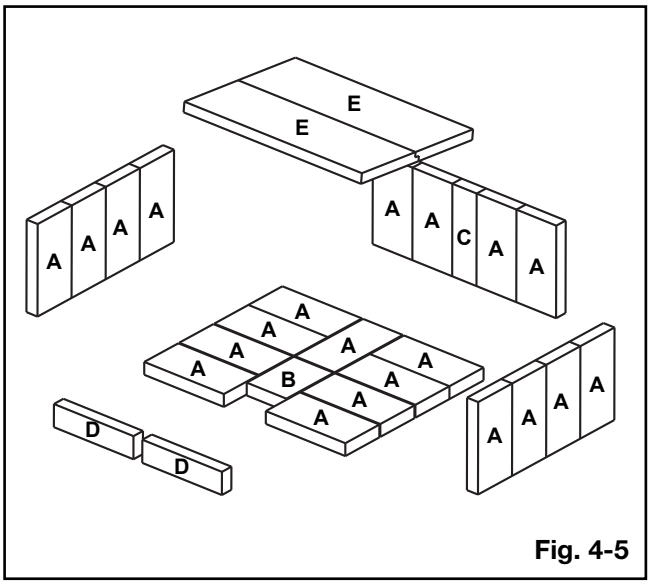
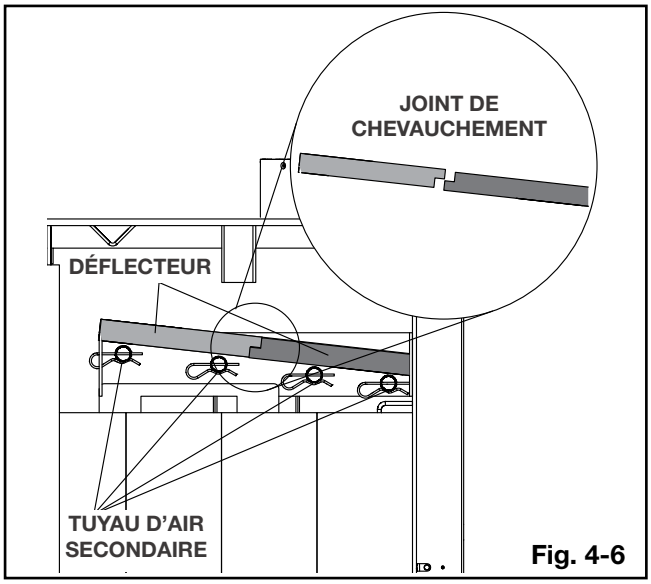

Fig. 4-5
Fig. 4-6
Une fois que l'installation de l'appareil et du tuyau de raccordement est complété, mettez les briques en place en procédant tel qu'illustré ci-dessous **(Fig. 4-5)**.
Placez brique (C) dans le centre, avec deux (A) briques sur les côtés comme illustré **(Fig. 4-5)**.
D. Installez deux (D) briques le longue de l'avant de l'appareil au dessous de la corniche au bas de l'ouverture de la porte.
E. Soigneusement pivotez deux (E) déflecteurs en fibre sur les tuyaux d'air secondaire comme illustré **(Fig. 4-6)**. Assurez-vous que les déflecteurs supérieurs sont poussés à l'arrière de la chambre de combustion, en laissant un écart le longue de l'avant d'un minimum de 1 po en taille. Cela permettra les gaz du conduit d'échapper la chambre de combustion. Assurez-vous que le joint de chevauchement est serré.